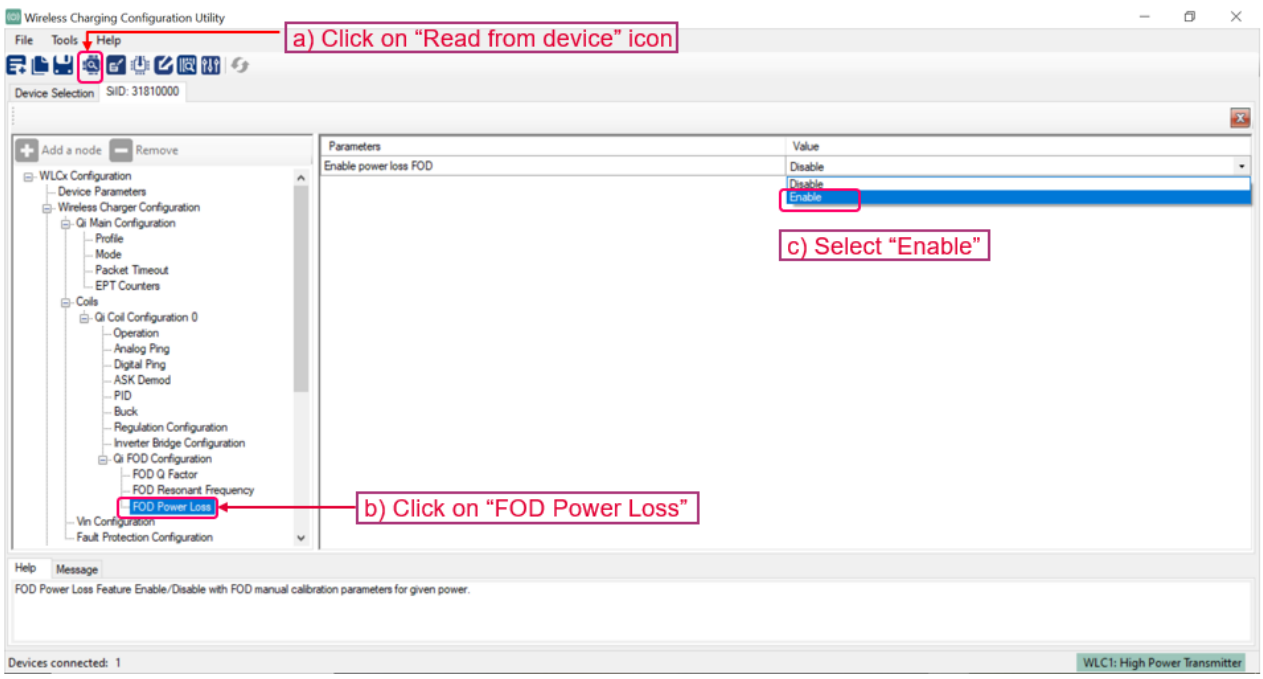

Figure 34 Selecting FOD power loss calibration
13. Close the System loss calibration window and click on the “Read from device” icon, select “FOD Power Loss”, and enable the FOD (refer to **Figure 34**).